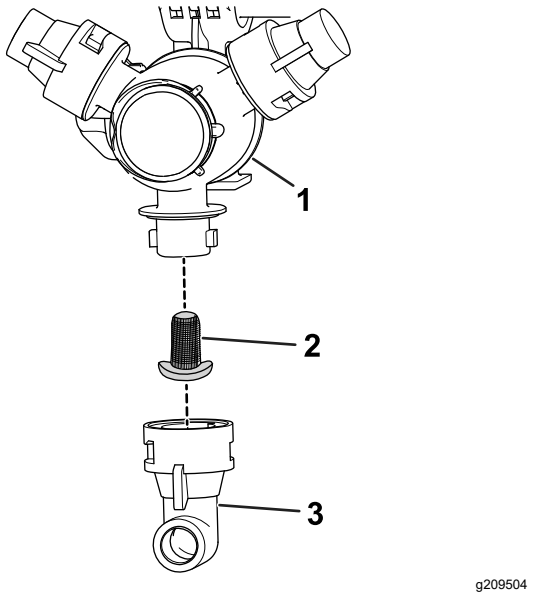

Figuur 54
2. Neem de spuitdop uit de houder Figuur 54
3. Verwijder het spuitdopfilter (Figuur 54).
5. Monteer het spuitdopfilter (Figuur 54).
6. Monteer de spuitdop op de spuitdophouder (Figuur 54).